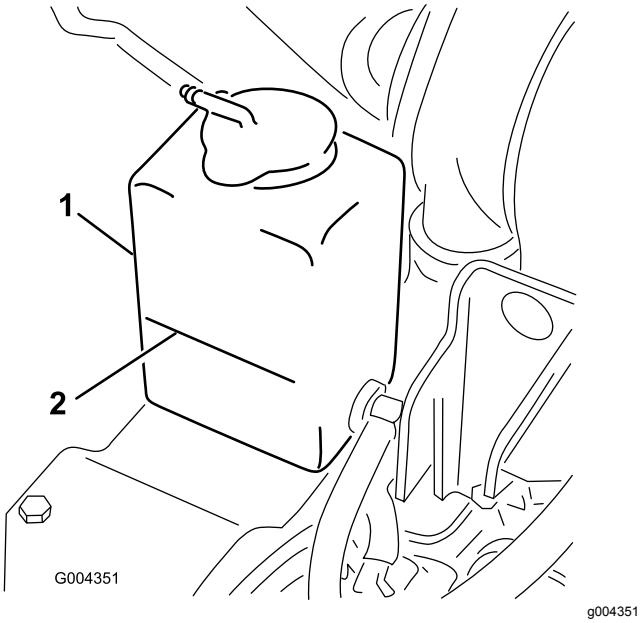

Rysunek 50
3. Sprawdź poziom płynu chłodzącego w zbiorniku wyrównawczym (Rysunek 50).
I. Dolewaj płyn chłodzący do zbiornika wyrównawczego aż do osiągnięcia znaku maksymalnego poziomu z boku zbiornika (Rysunek 50).